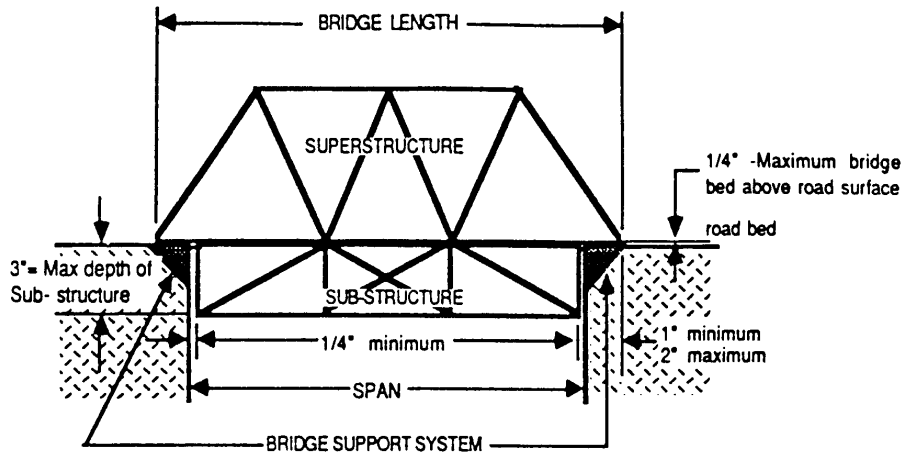

Figure 1. Truss Bridge Structure
H. The following definitions and graphic explanations are an integral part of the contest regulations. Refer to figure 1.